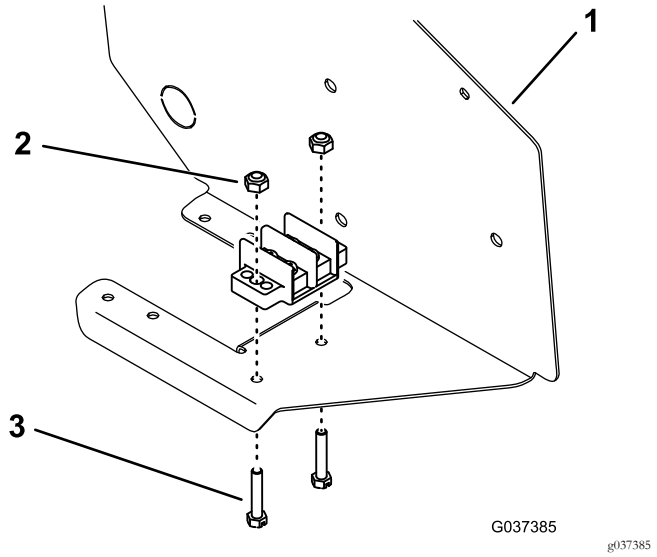

**Figuur 8**
3. Monteer het aardingsblok aan de onderkant van het bedieningspaneel met 2 schroeven en 2 borgmoeren (Figuur 8).
**Opmerking:** Monteer de schroeven van de onderkant van het paneel zoals afgebeeld in Figuur 8.